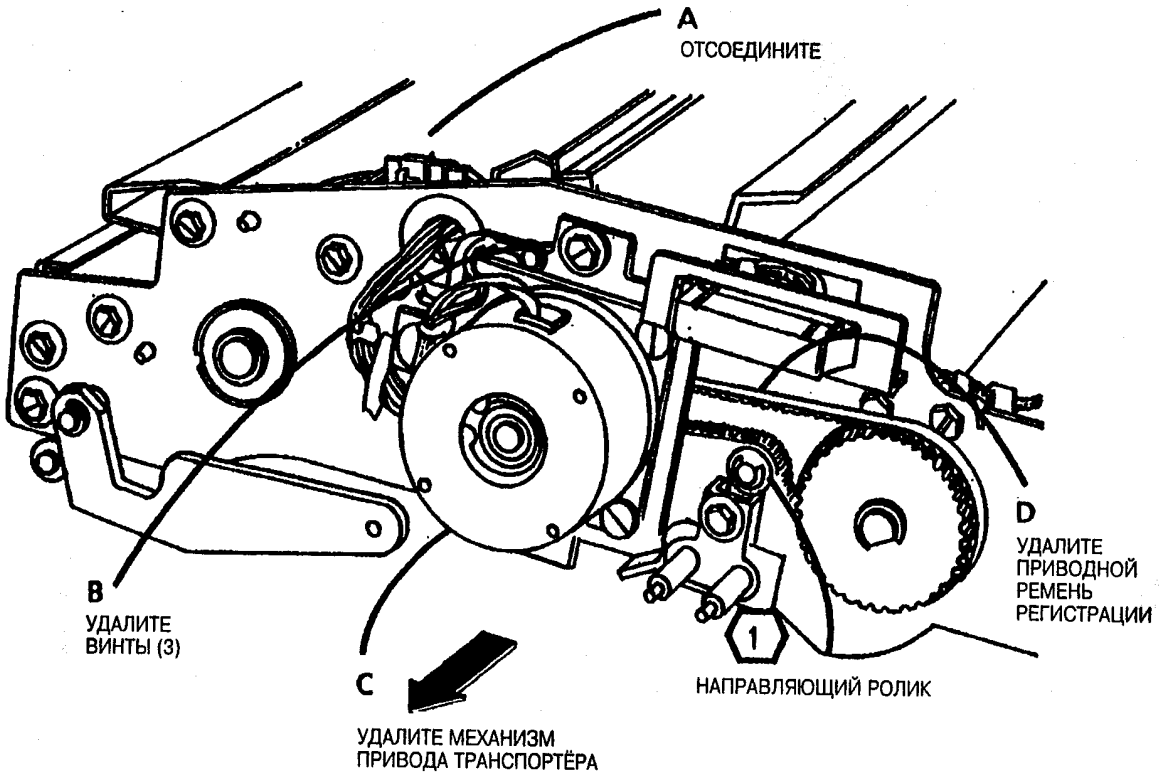

Рис. 1. Удалите приводной ремень регистрации
6. (Рис. 1): Удалите приводной ремень подачи материала.
1. *См. рис.1 процедуры удаления, убедитесь, что ремень заходит за направляющий ролик.*